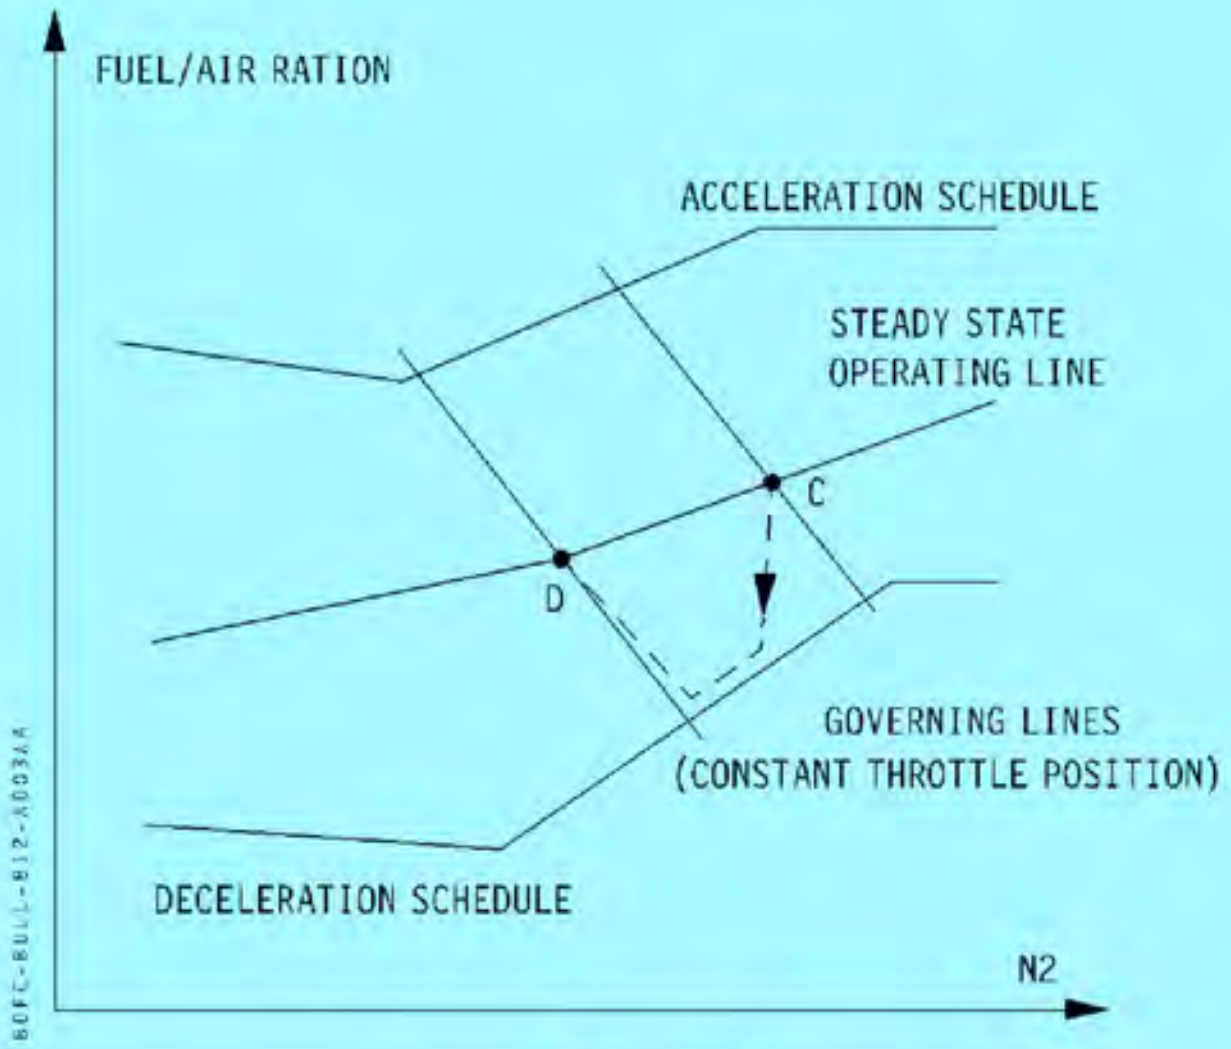

Figure 3
- Conversely, during an **engine deceleration** (refer to **Figure 3**, hereafter), as the throttle lever is retarded from **Point C** to **Point D**, the fuel/air ratio decreases until the **Deceleration Schedule** is reached. As the engine decelerates, the fuel/air ratio follows the **Deceleration Schedule** until it reaches the **Governing line** corresponding to the new throttle position. At that time, the fuel/air ratio increases along this **Governing line** until the engine stabilizes, **Point D**, in a new steady state condition.